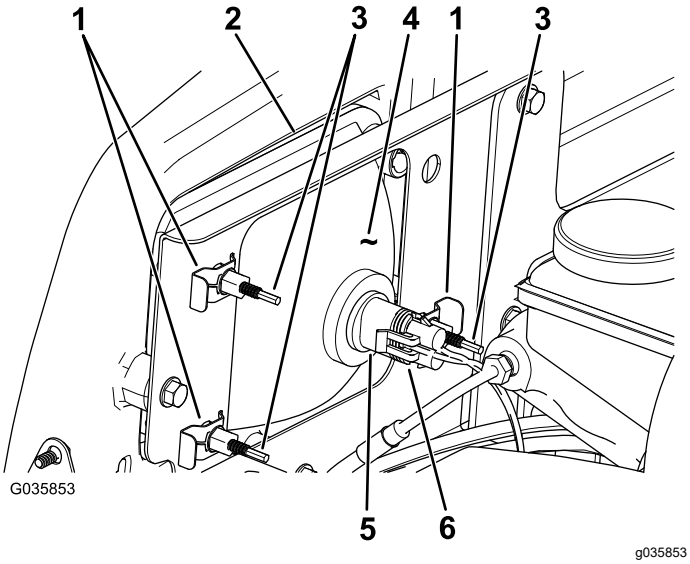

Figuur 44
3. Koppel de elektrische aansluiting voor de kabelboom los van de aansluiting van de lamp (Figuur 44).
4. Verwijder de snelklemmen waarmee de koplamp aan de koplampbeugel is bevestigd (Figuur 44).
5. Verwijder de koplamp door deze naar voren door de opening in de voorbumper te trekken (Figuur 44).
6. Monteer de nieuwe koplamp via de opening in de bumper (Figuur 44).
8. Koppel de elektrische aansluiting voor de kabelboom aan op de aansluiting van de lamp (Figuur 44).
2. Draai achteraan de koplamp de stelschroeven (Figuur 44) om de koplamp te draaien en de straal te richten.